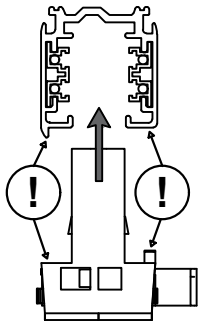

Рис. 1
- установите светильник в нужном месте шинопровода и надавите до упора (Рис.1);